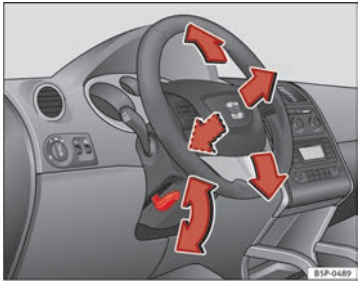

Abb. 137 Lenkradposition einstellen
– Schwenken Sie den Hebel ⇒ Abb. 137 unter der Lenksäule nach unten ⇒ ⚠.